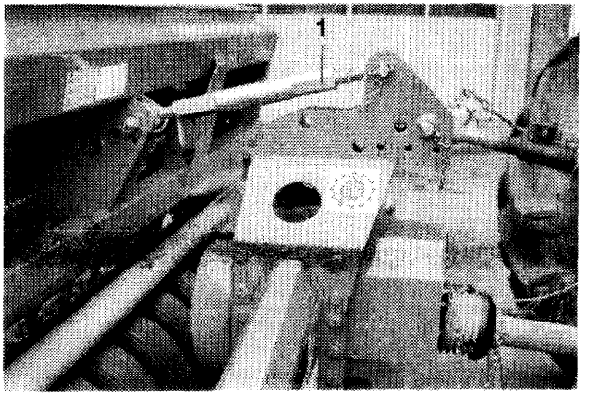

Fig.23
- Drillmaschine und Bodenbearbeitungsmaschine mit dem Oberlenker (Fig. 23/1) verbinden und die Befestigungsbolzen mit Klappsteckern sichern.